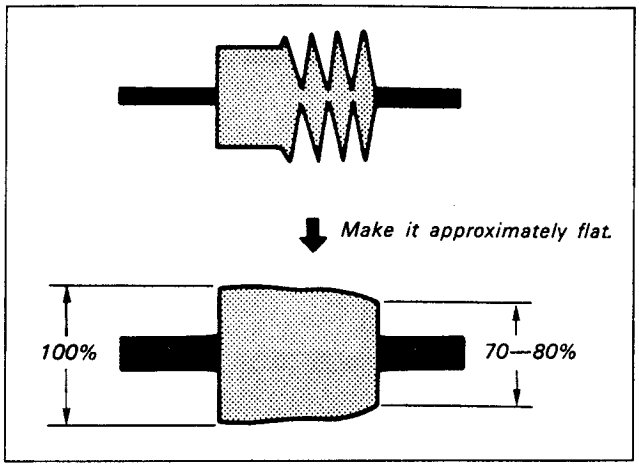

Fig. 7-75.
3) Rotate No.5 guide counterclockwise to make the RF waveform on the exit side approximately flat. (See Fig. 7-75.)